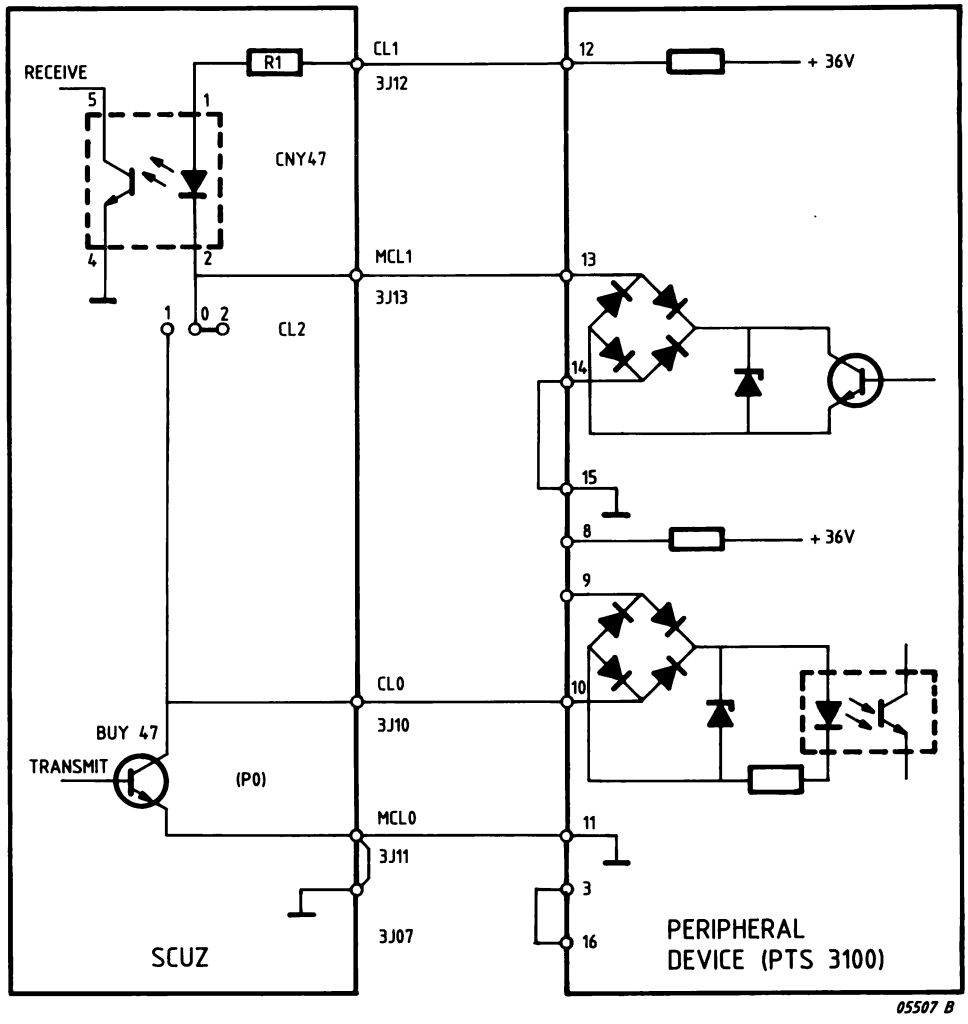

Figure 1.3 CURRENT LOOP - 4 WIRES
- 4 wires current loop (figure 1.3)